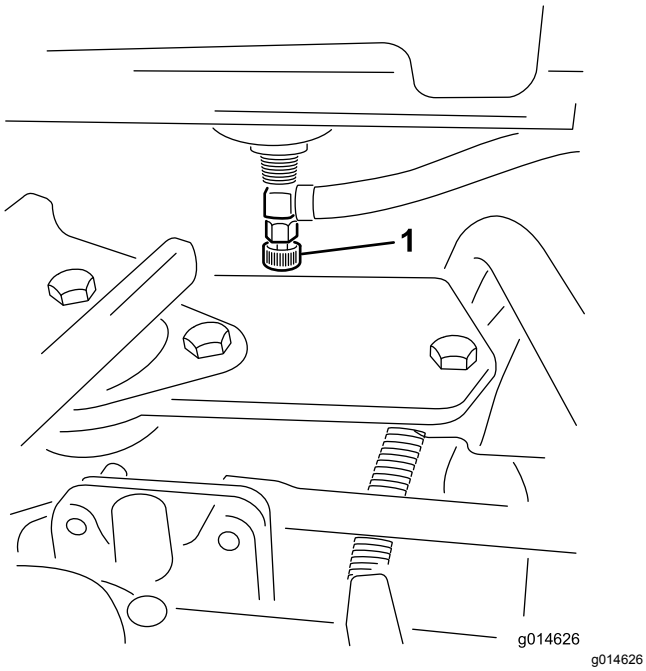

Рисунок 45
1. Закройте отсечной топливный клапан, расположенный под топливным баком (Рисунок 45).